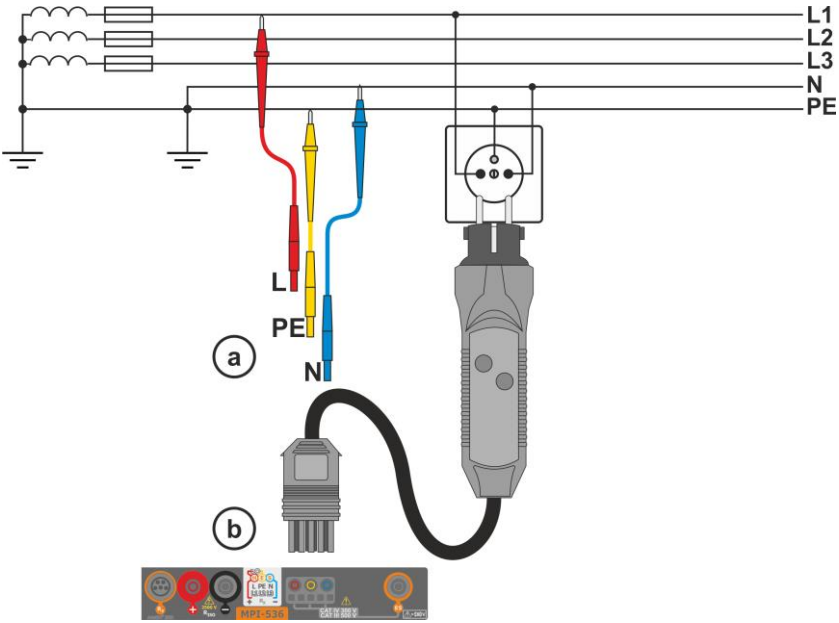
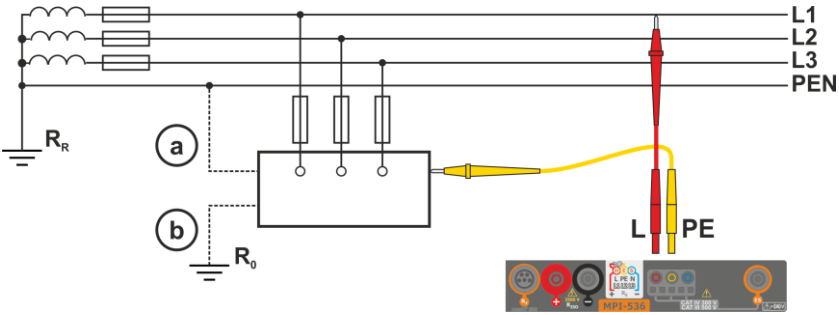

Rys. 3.1 Pomiar w obwodzie L-PE
Rys. 3.2 Sprawdzanie skuteczności ochrony przeciwporażeniowej obudowy urządzenia w przypadku: (a) sieci TN lub (b) sieci TT
(1) Podłączyć przewody pomiarowe wg **Rys. 3.1** lub **Rys. 3.2**.